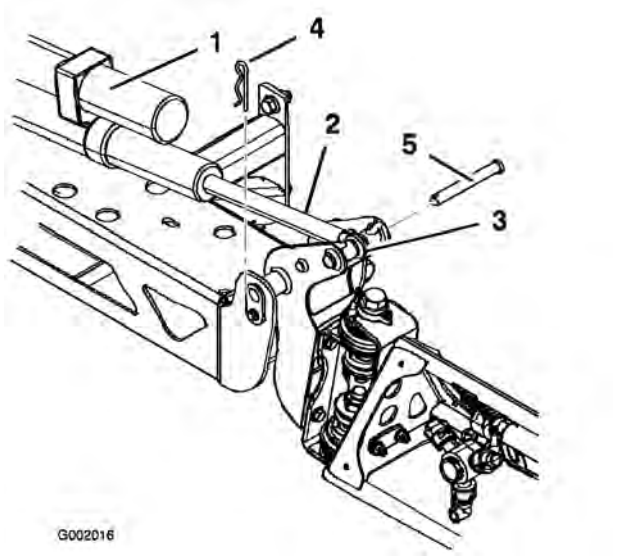

Figur 35
2. Fjern splitten fra drejetappen (Figur 35).
3. Løft op på bommen, og fjern splitten (Figur 35). Sænk langsomt bommen ned på jorden.
skal du føre stiften gennem bommens drejetap og aktuatorstangen (Figur 35).